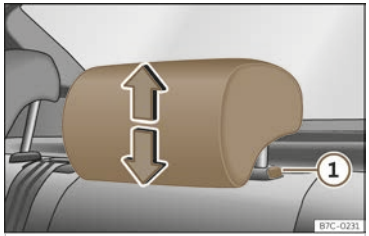

Fig. 97 Rear headrest: adjusting the headrest.
- Grab the sides of the headrests with both hands and push upwards to the desired position. To lower it, repeat the same action, pressing the button on the side (1) ››› Fig. 97.